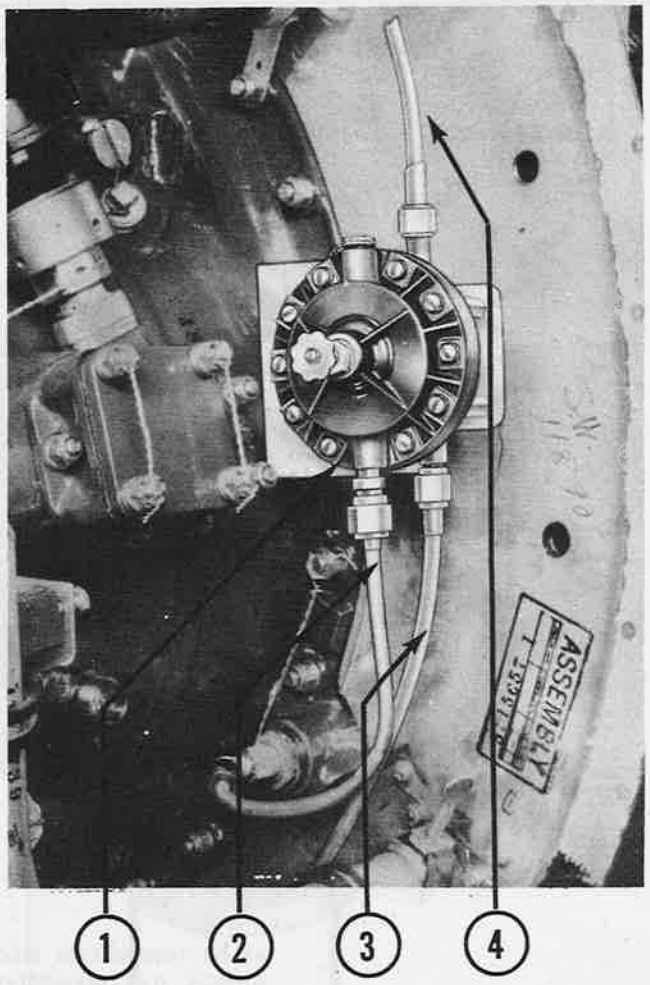

Figure 284—Oil-Pressure Transmitter Installed
i. PRESSURE TRANSMITTER. *(See figure 284.)*—The oil-pressure transmitter, mounted on the rear case of the engine (if installed), is used for measuring and